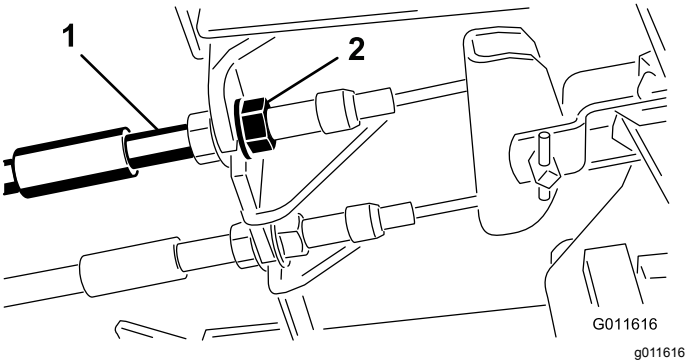

**Figur 98**
1. Dra åt bromsarna genom att lossa den främre muttern på bromskabelns gängade ände för att minska bromspedalernas spel (Figur 98).